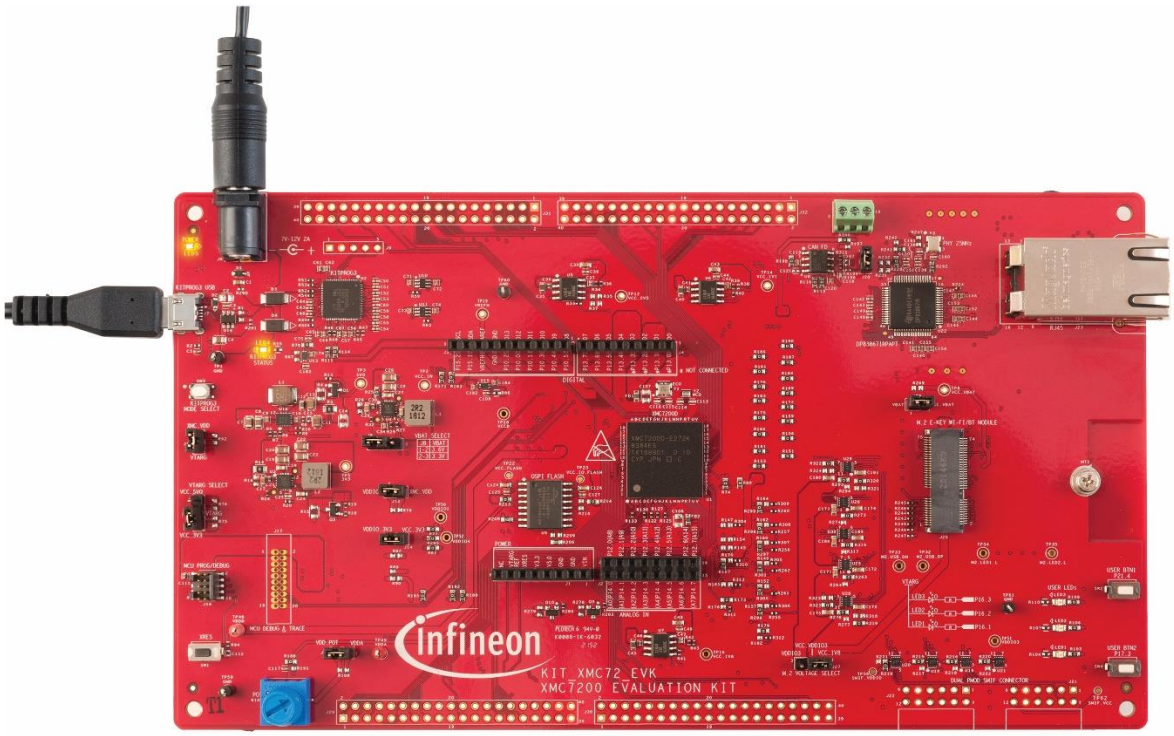

Figure 8 Connect USB cable to USB connector on the board
1. Connect the board to the PC using the provided USB cable through the KitProg3 USB connector, as shown in **Figure 8**. It enumerates as a USB composite device if you are connecting it to your PC for the first time.